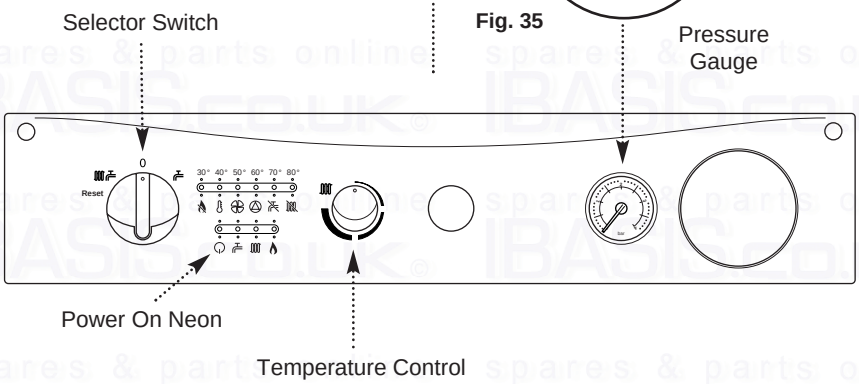

Fig. 36
2. Set the temperature control to maximum and the selector switch to the Off position (Fig. 36).
6. Turn the selector switch to the Cental Heating and Domestic Hot Water position ( ). The power On neon ( ) will illuminate (Fig. 36).